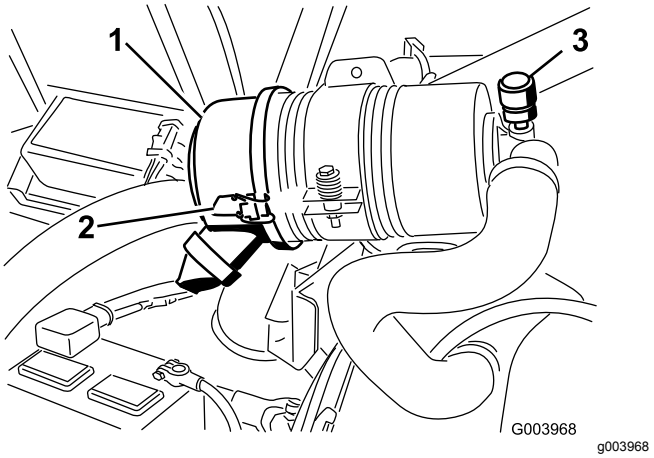

Figuur 51
Geef het luchtfilter uitsluitend een onderhoudsbeurt als de onderhoudsindicator (Figuur 51) dit aangeeft. Als u het luchtfilter vervangt voordat dit nodig is, wordt alleen maar de kans vergroot dat er vuil in de motor komt als het filter wordt verwijderd.
1. Maak de sluitingen los waarmee het deksel van het luchtfilter is bevestigd aan het luchtfilterhuis (Figuur 51).